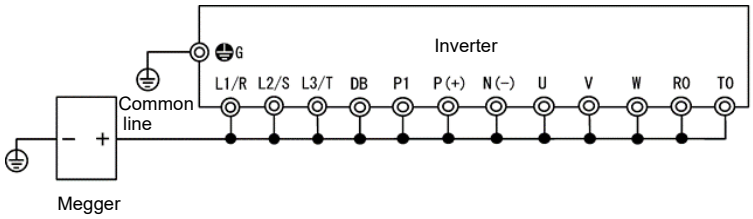

Fig. 7.6-1 Main circuit terminal connection for Megger test
3) Connect the main circuit terminals with common wire as shown in Fig. 7.6-1.